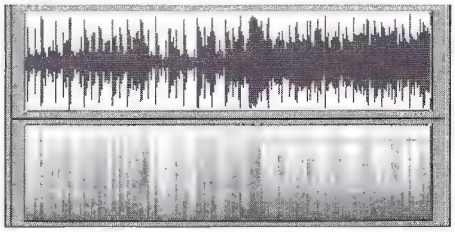

Bild 4: Michael Jackson, „They don't care about us", CD „History (2)", Störung -65 dB
- Meist treten die Pfeiftöne in „besonderen Abschnitten" der Lieder auf. Dazu zählen z.B. Intros, zugemischte Sprache, Soli oder spezielle Effekte (Bild 4). In diesem Fall gibt es einen Zusammenhang zwischen dem Auftreten der Störung und bestimmten Abschnitten eines Liedes (produktionstechnisch gesehen).